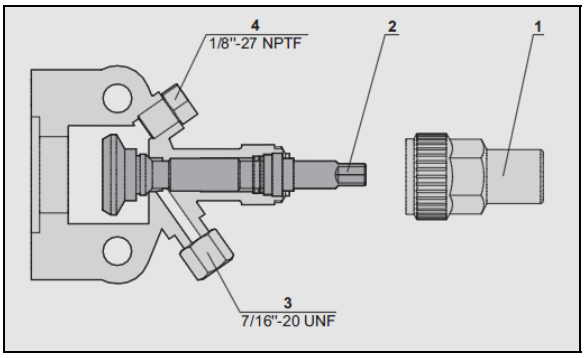

**FIGURE 75: COMPRESSOR SHUT-OFF VALVE BACKSEATED POSITION (NORMAL OPERATING POSITION)**
4. Backseat the compressor suction shut-off valve (FIGURE 75).
13. Shut down engine and backseat suction and discharge shut-off valves (FIGURE 75).
2. Backseat (stem out) the two compressor shut-off valves (FIGURE 75).
3. Install A/C pressure gauges at the compressor shut-off valves service ports (item 4, FIGURE 75).